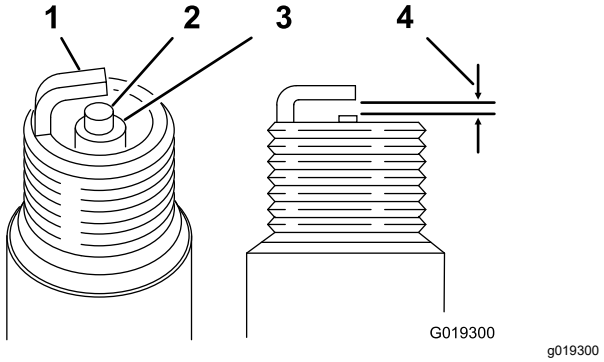

Рисунок 32
Зазор: от 0,70 до 0,80 мм; см. Рисунок 32
4. Отрегулируйте зазор в пределах от 0,70 до 0,80 мм, как показано на Рисунок 32.